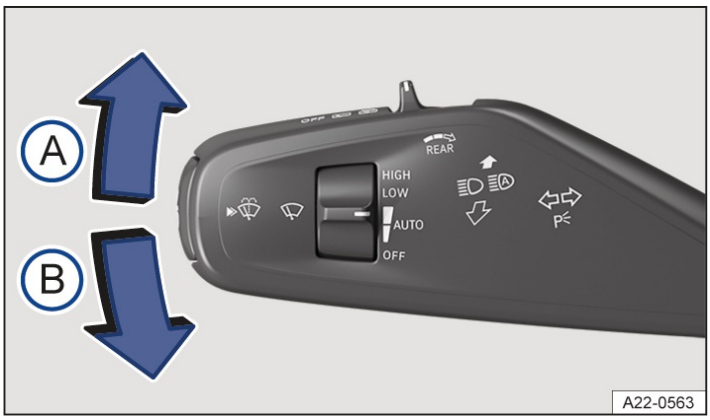

Fig. 1 On the left-hand side of the steering column: lever for turn signal, high beam and windshield wiper.
2. Move the lever out of the center position into the required position→ *fig. 1*.